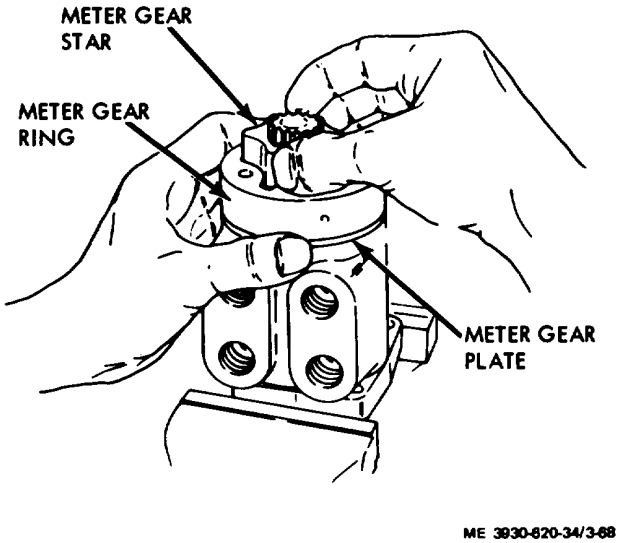

Figure 3-68. Meter gear star being installed.
(39) Clean upper surface of housing using hand or thumb.
(40) Position plate so that bolt holes in plate are aligned with tapped holes in housing.
(41) Position meter gear ring on assembly and align bolt holes.
(42) Install splined end of drive shaft into meter gear star.
(43) Insure that slot at control end of drive shaft is aligned with valleys between meter gear teeth.
(44) Push splined end of drive shaft through gear until spline extends approximately one-half the length of spline beyond meter gear star.
(45) Insure that completed assembly remains in this position while installing into unit.
(46) Check positioning of centering pin within the unit.
(47) Install meter gear star into meter gear ring.
(48) Carefully position parts so that drive shaft does not disengage from meter gear star.
(49) Install meter gear star while holding the plate and meter gear ring in position on the assembly. (fig. 3-68).